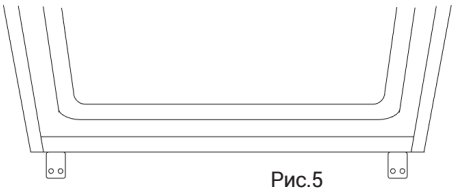

Рис.5
5. У основания находятся две металлические крепежные пластины. Их необходимо выровнять по отношению к основанию кухонного шкафа, как указано на рис. 5–5.4.